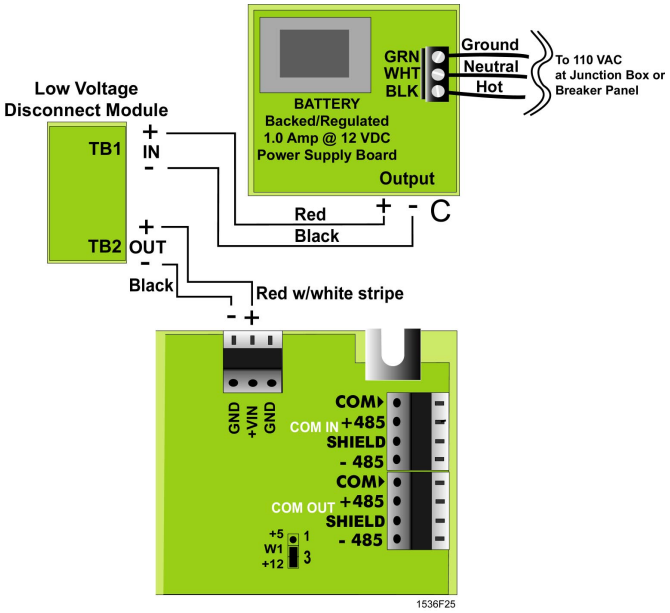

Figure 20: Connecting Power to the EMC
1. **Make connections between the 12 VDC power supply board and the 110 VAC junction box** (refer to Figure 20): Remember to switch the local breaker to the off position prior to performing this step of the installation!